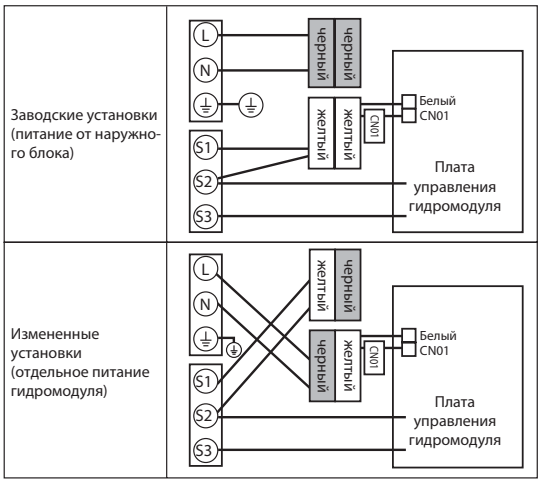

Рис. 3.2.16
- Измените подключение разъемов в блоке управления гидромодуля (смотрите. рис. 3.2.16.